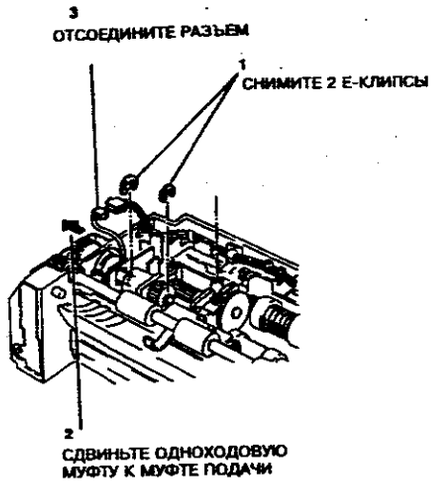

**Рисунок 1. Подготовка к снятию муфты подачи**
2. (Рисунок 1) Подготовьтесь к снятию муфты подачи.